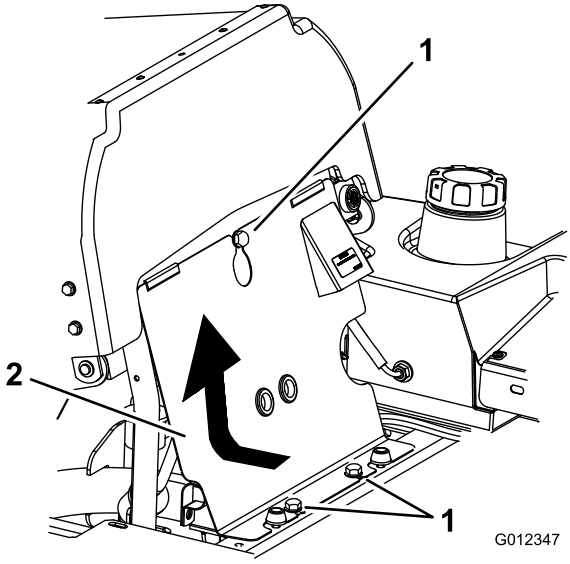

Figur 45
1. Tippa sätet framåt, lossa bultarna och demontera den främre motorkåpan (Figur 45).